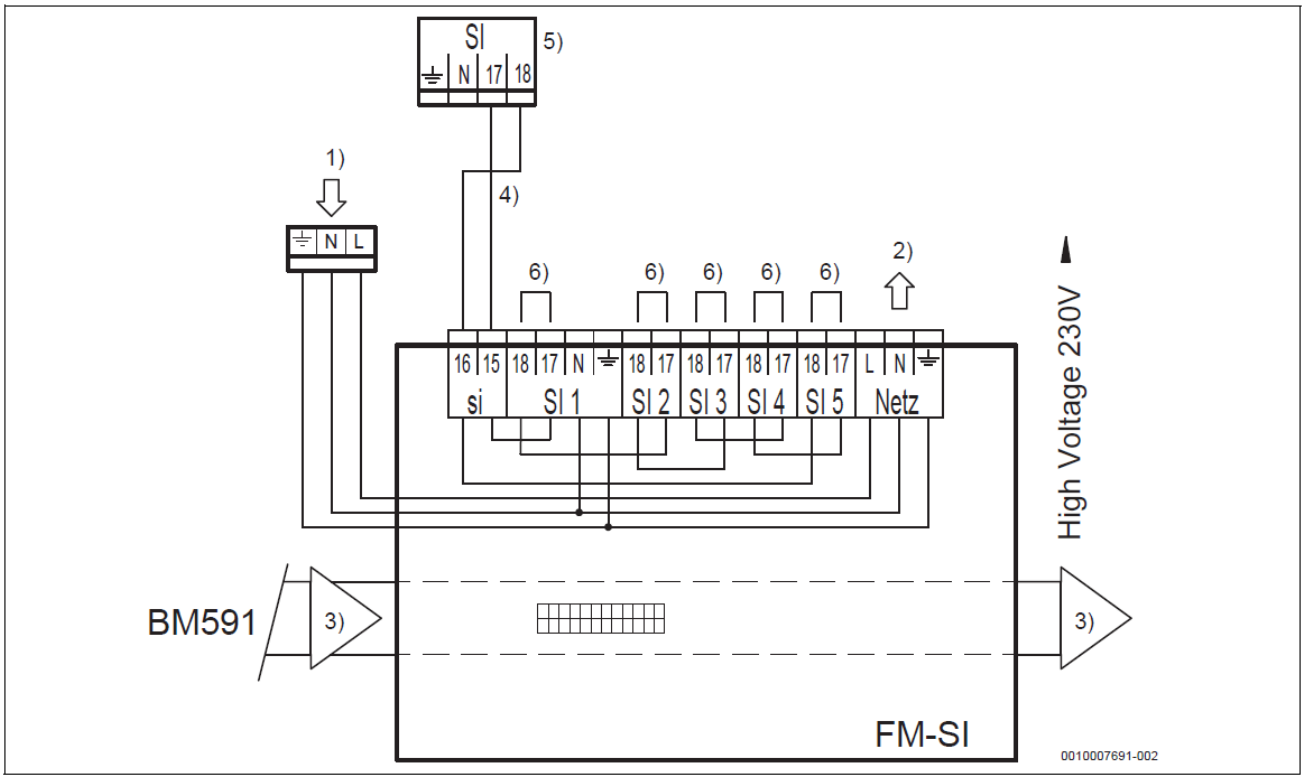

Рис. 91 Електрична схема функціонального модуля FM-SI
Увага! Якщо мережевий штекер не підключений (→ Рис. 91, [1]), а запобіжне коло замкнуте, активується індикація несправності.
- До клеми SI системи керування (→ Рис. 91, [5]) у випадку встановлення модуля FM-SI не допускається підключати додаткові запобіжні пристрої. Перемичку на клемі SI необхідно видалити.